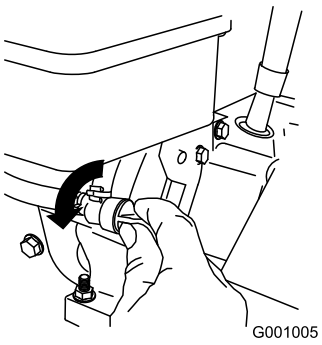

Figura 25
3. Girate la valvola d'intercettazione del carburante in senso antiorario per aprirla (Figura 25).